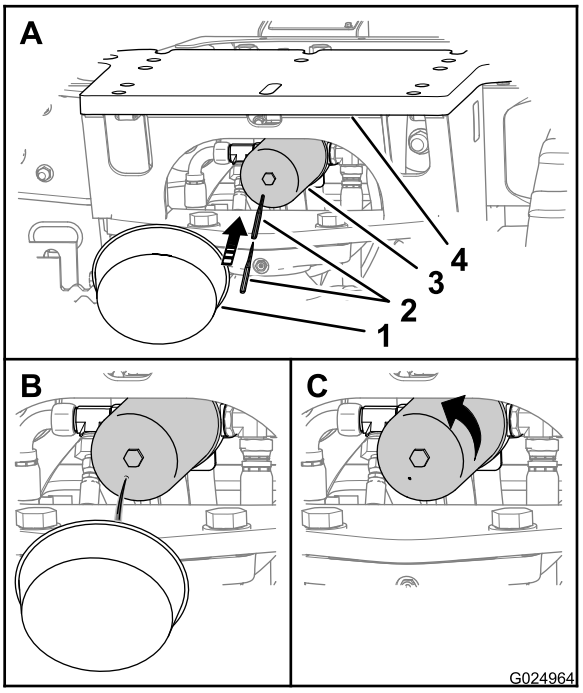

Figure 111
Note: You can access the hydraulic-return filter from underneath the rear-attachment plate of the machine (Figure 111).
1. Place a container under the hydraulic-return filter (Figure 111).
2. Puncture the bottom of the hydraulic-return filter and allow the residual hydraulic fluid to drain in the container (Figure 111).
3. Rotate the hydraulic-return filter counterclockwise and remove the filter (Figure 111).